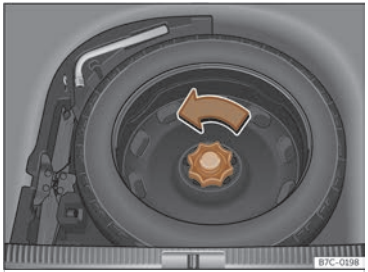

Fig. 222 Al maleter: base de càrrega alçada.
- Gireu la rodeta en sentit contrari al de les agulles del rellotge ››› fig. 222.